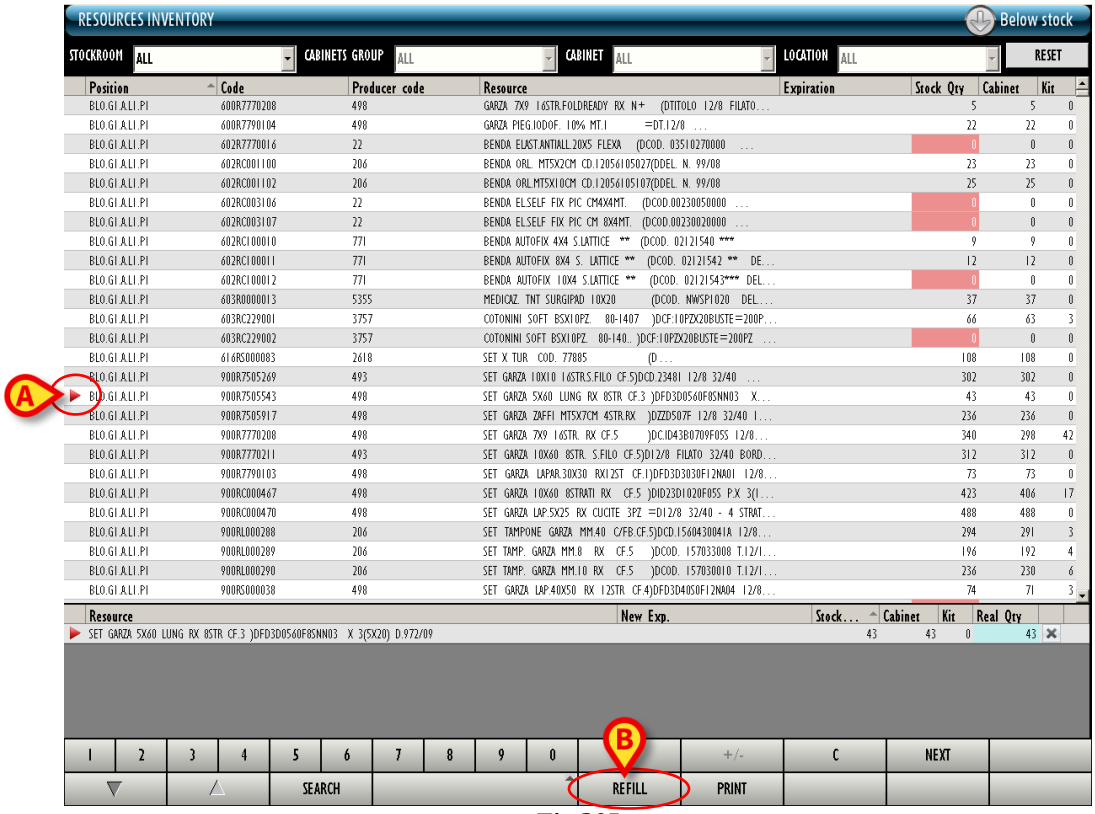

Fig 305
The resource is selected; the icon appears on the left (Fig 305 **A**).
- click the **Refill** button on the command bar (Fig 305 **B**).
The “Inventory” screen opens again (Fig 305). The resource values are updated.